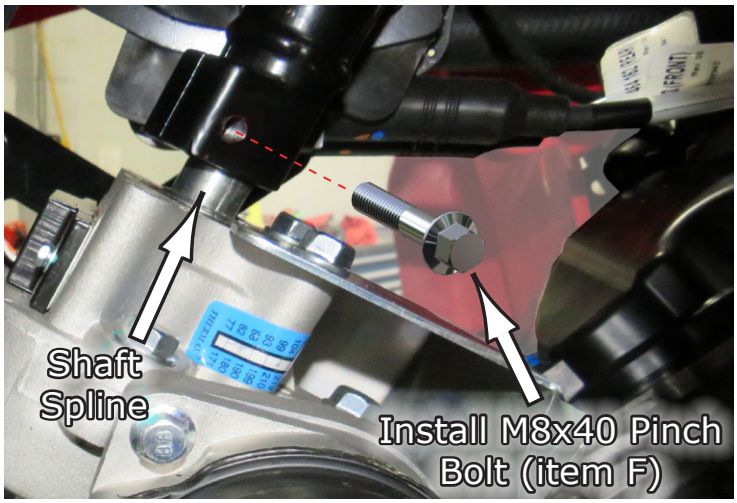

**Fig.69**
**51**. Then install the **M8x40 Pinch Bolt (item F)** to the upper shaft connection and secure. See **Fig.69**.